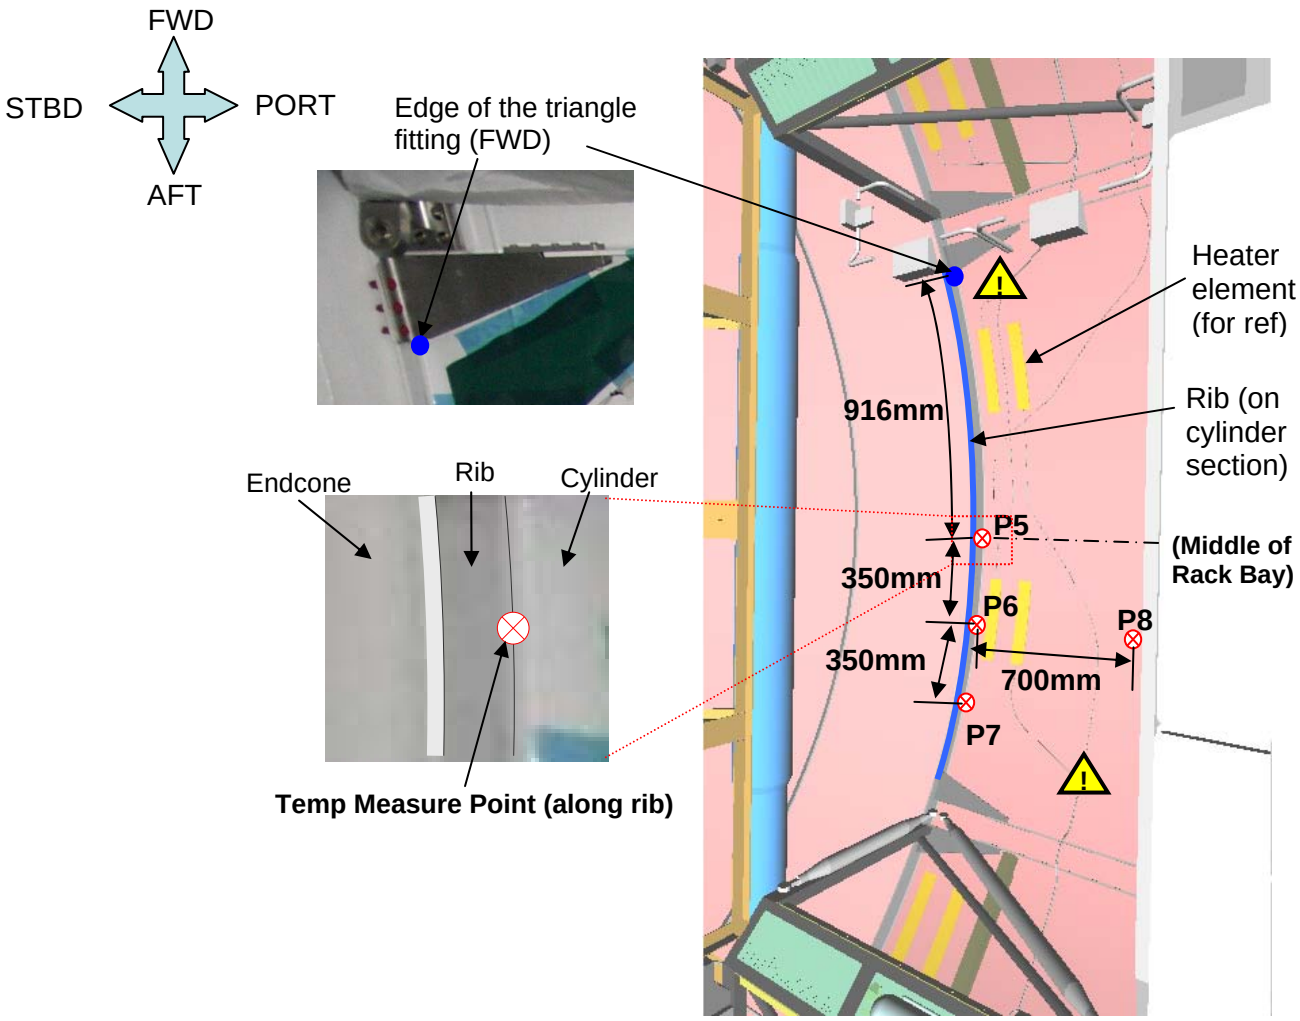

Figure 4.- Measurement points behind DMS1 Rack (Ovhd/Port).
3. Redundant Heater elements are not shown in Figure 4.
Refer to Figure 4.